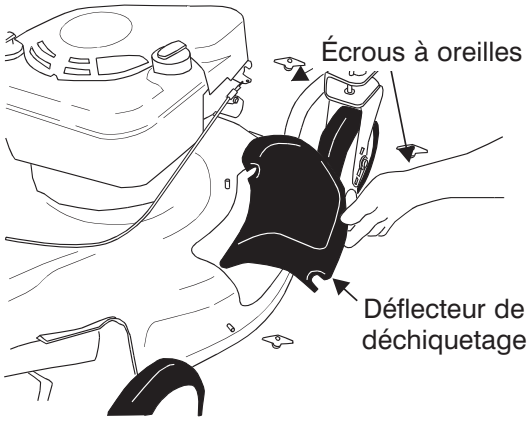

Figure 10
1. Retirez le déflecteur de déchiquetage ou l'adaptateur du sac à herbe. Voir la Figure 10.
1. Enlevez les écrous à oreilles retenant le déflecteur de déchiquetage (voir la Figure 10) ou la goulotte d'éjection latérale (voir la Figure 14). Retirez le bouchon ou la goulotte d'éjection.